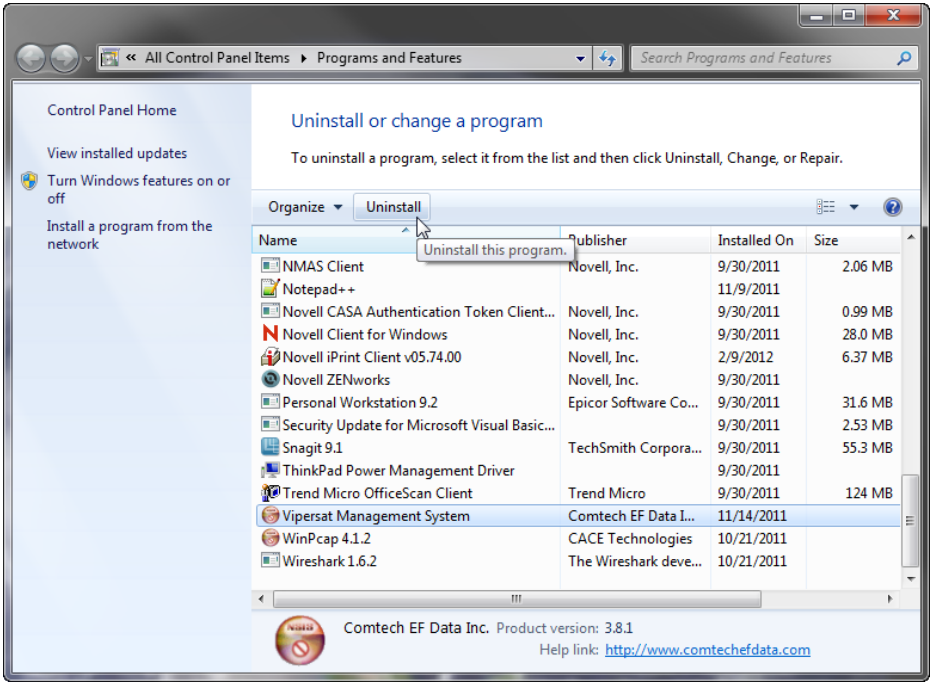

Figure 2-14 VMS, Uninstall Program
2. Select **Vipersat Management System** and click the **Uninstall** button (figure 2-14).